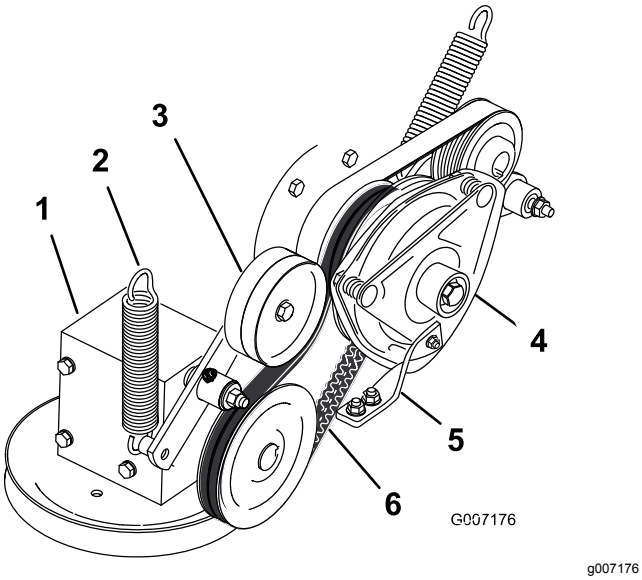

Figur 89
4. Fjern fjæren fra lederullarmen (Figur 89).
7. Monter kraftuttakets drivrem rundt clutchremskiven og girkasseremskiven (Figur 89).
9. Monter fjæren på lederullarmen (Figur 89).